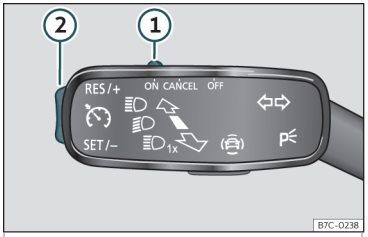

Fig. 206 En la palanca de los intermitentes: mandos para el manejo del GRA.
- Desplace el mando ››› **fig. 206** ① hasta **ON**.
- Pulse el botón ››› **fig. 206** ② en la zona **SET/–**.
- Desplace el mando ››› **fig. 206** ① hasta **CANCEL** o pise el freno.
- Pulse el botón ››› **fig. 206** ② en la zona **RES/+**.
Mientras el GRA regula se puede ajustar la velocidad guardada con la tecla ››› **fig. 206** ②:
- Para aumentar en pasos de 1 km/h (1 mph) pulse brevemente el botón ››› **fig. 206** ② en la zona **RES/+**.
- Para aumentar la velocidad ininterrumpidamente mantenga pulsado el botón ››› **fig. 206** ② en la zona **RES/+**.
- Para reducir en pasos de 1 km/h (1 mph) pulse brevemente el botón ››› **fig. 206** ② en la zona **SET/–**.
- Para reducir la velocidad ininterrumpidamente mantenga pulsado el botón ››› **fig. 206** ② en la zona **SET/–**.
- Desplace el mando ››› **fig. 206** ① a **OFF**.